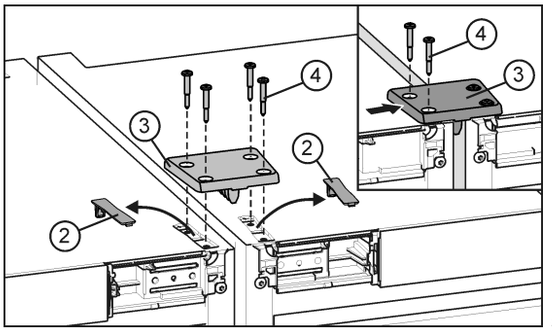

*Fig. 23*
▶ Desencaje y retire las cubiertas *Fig. 23 (2)*.
▶ Coloque la placa de unión *Fig. 23 (3)* y fíjela ligeramente con dos tornillos *Fig. 23 (4)* en un aparato.